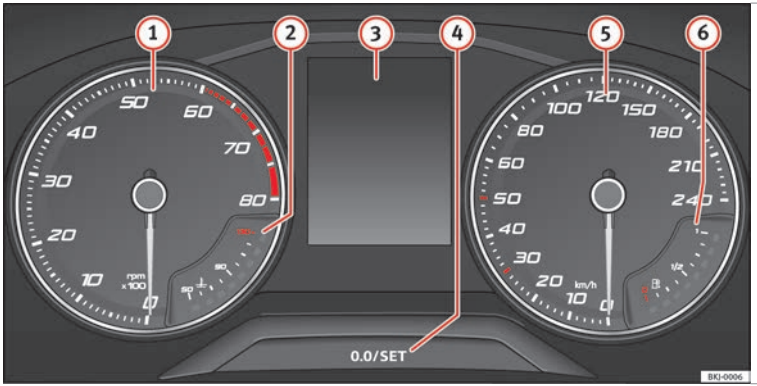

Rys. 125 Tablica przyrządów na desce rozdzielczej.
Obrotomierz wskazuje liczbę obrotów silnika na minutę ››› **rys. 125** ①.
Nie dopuścić, aby wskazówka licznika obrotów ››› rys. 125 ① wchodziła na czerwony obszar obrotomierza dłużej niż na chwilę, ponieważ może to spowodować uszkodzenie silnika.
Na tablicy rozdzielczej wyświetla się cały szereg informacji ››› **rys. 125** ③ w zależności od wyposażenia samochodu:
• Nacisnąć krótko przycisk ››› **rys. 125** ④, aby zresetować licznik przebiegu do 0.
• Przytrzymać przycisk (4) przez około 3 sekundy, aby wyświetlić poprzednią wartość.
• Aby ustawić godzinę, przytrzymać przycisk ››› **rys. 125** (4) przez ponad 3 sekundy w celu wybrania godziny lub minuty.
• Aby kontynuować ustawianie czasu, należy nacisnąć przycisk (4). W celu szybkiego przejścia należy przytrzymać przycisk.
• Nacisnąć przycisk (4) ponownie w celu zakończenia ustawiania czasu.
Przytrzymać przycisk ››› **rys. 125** (4) przez ponad 15 sekund w celu wyświetlenia literowego oznaczenia identyfikacyjnego silnika samochodu (MKB). W tym celu konieczne jest włączenie zapłonu przy wyłączonym silniku. »